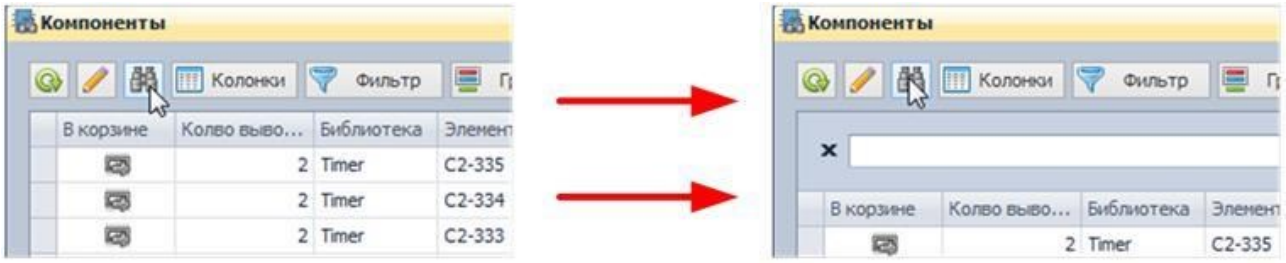

Рис. 768. Отображение панели поиска
1. Нажмите на кнопку - «Панель поиска», которая расположена на панели инструментов. Над таблицей отобразиться панель поиска, см. Рис. 768. На рисунке стрелками указана последовательность действий.